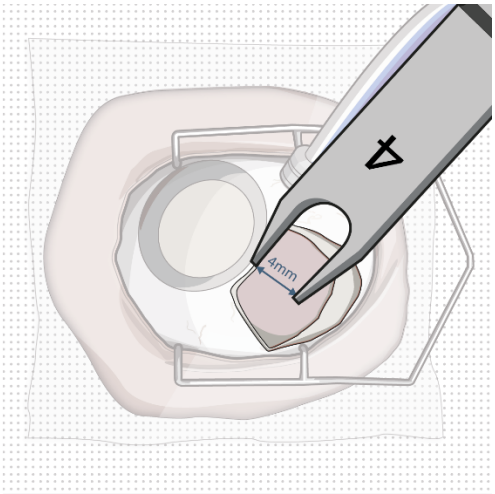

Figure 28
- Mark a location **4 mm** from the limbus using an inked fixed width caliper (or equivalent) at the selected implant location (Figure 28).